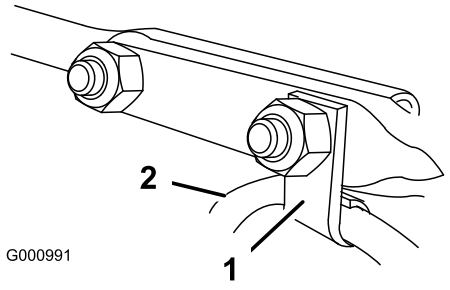

Rysunek 16
6. Załóż zacisk linki, który podtrzymuje linkę deflektora, na przednią śrubę podsadzaną i dokręć śruby podsadzane za pomocą nakrętek zabezpieczających z woreczka z częściami (Rysunek 16).